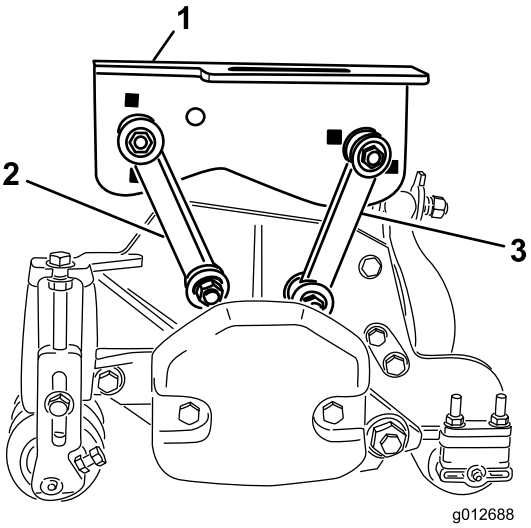

**Figur 17**
- Fastgør de forreste monteringsled til den midterste bærerammes huller med en bolt (3/8 x 2-1/4 tommer), 2 flade spændeskiver og en låsemøtrik som vist i Figur 17. Placer en spændeskive på hver side af leddet, når det monteres. Tilspænd fastgørelsesanordningerne til 42 Nm.
- Fastgør de bageste monteringsled til den midterste bærerammes huller med en bolt (3/8 x 2-1/4 tommer), 2 flade spændeskiver og en låsemøtrik som vist i Figur 17. Placer en spændeskive på hver side af leddet, når det monteres. Tilspænd fastgørelsesanordningerne til 42 Nm.